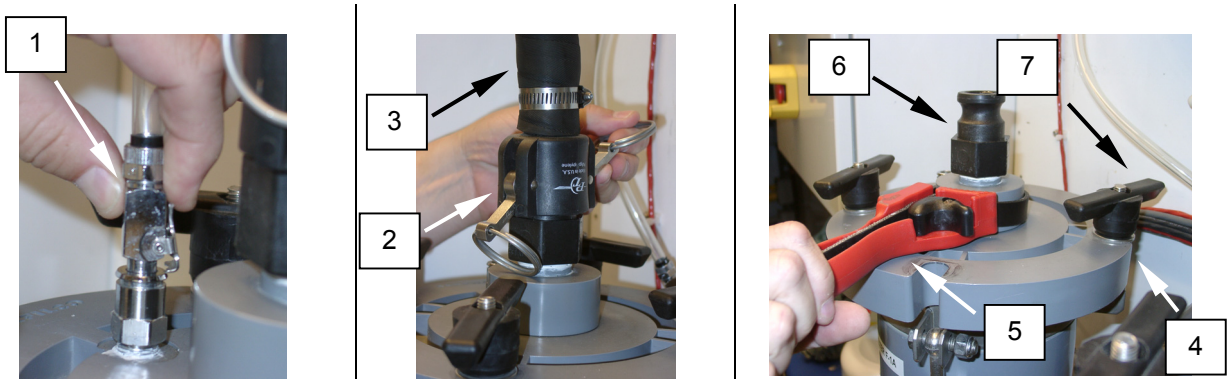

Figure 1. Replace the F-1A or F-1B Filter Elements (Socks).
1. Disconnect the filter vent hose **(Figure 1, Item 1)**.
2. Disconnect the QD fitting **(Figure 1, Item 2)** and hose **(Figure 1, Item 3)** from the filter cap **(Figure 1, Item 4)**.
3. Use a strap wrench **(Figure 1, Item 5)** to loosen the QD male fitting **(Figure 1, Item 6)** from the filter cap **(Figure 1, Item 4)**.